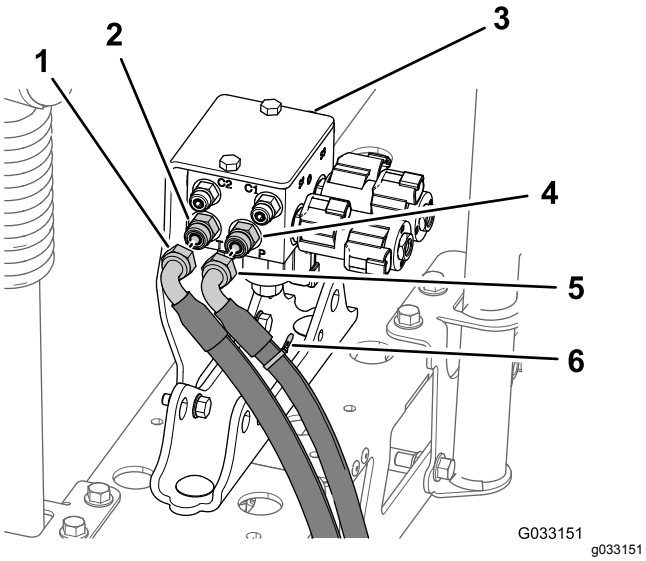

**Figur 66**
1. Ved port P på bomløftemanifolden markeres trykhydraulikslangen med et kabelbånd (Figur 66).
2. Frakobl hydrauliktryk og returslanger fra bomløftemanifolden (Figur 66).